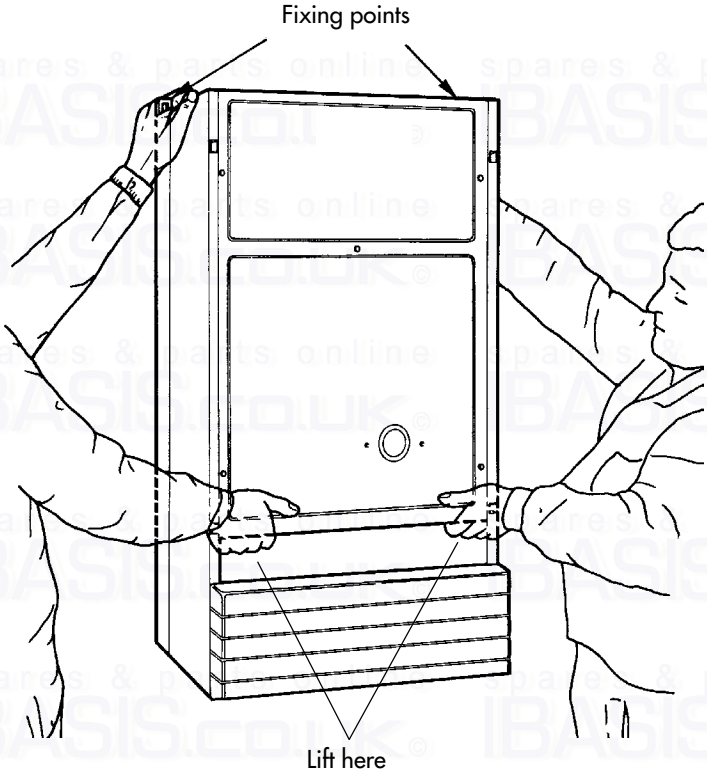

Fig. 15
5.3 Lift boiler as shown in fig. 15 onto the fixing bolts and fit supplied nuts and washers.